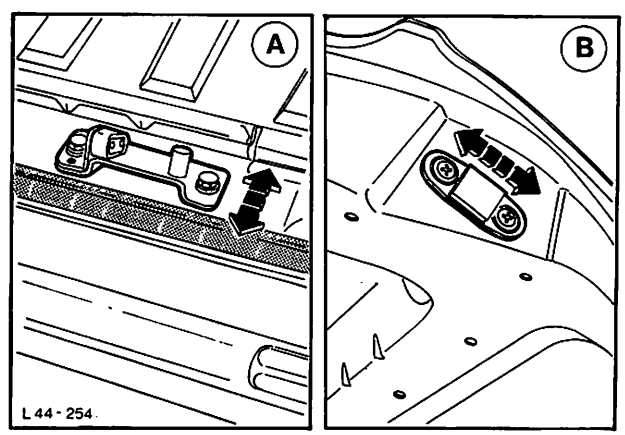

Abb. 269 A = Schließkeil
19. Schließkeil und Anschläge einstellen, Abb. 269.